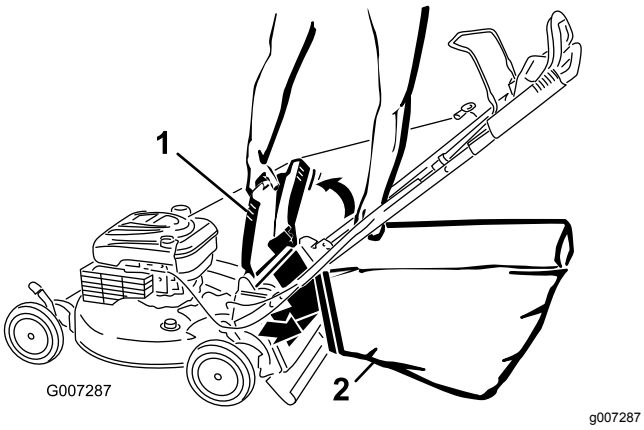

Figur 24
4. Sæt posens øverste forkant fast i rillerne (Figur 24).